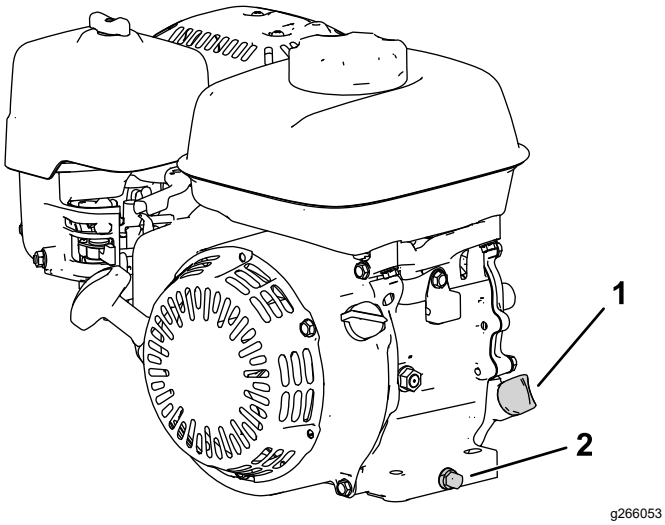

Figuur 15
2. Plaats de machine zo, dat de motor waterpas staat en reinig de omgeving van de olievulbuis (Figuur 15).
3. Verwijder de aftapplug (Figuur 15).